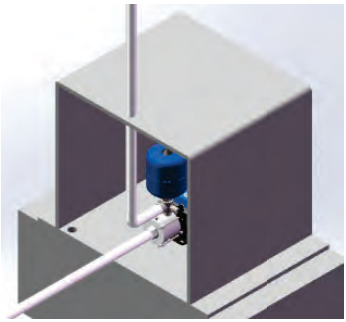

Figura 4
8.15 O pressurizador deve ser instalado em local seco, protegido das intempéries (chuva, sol, umidade etc) (ver figura 4).